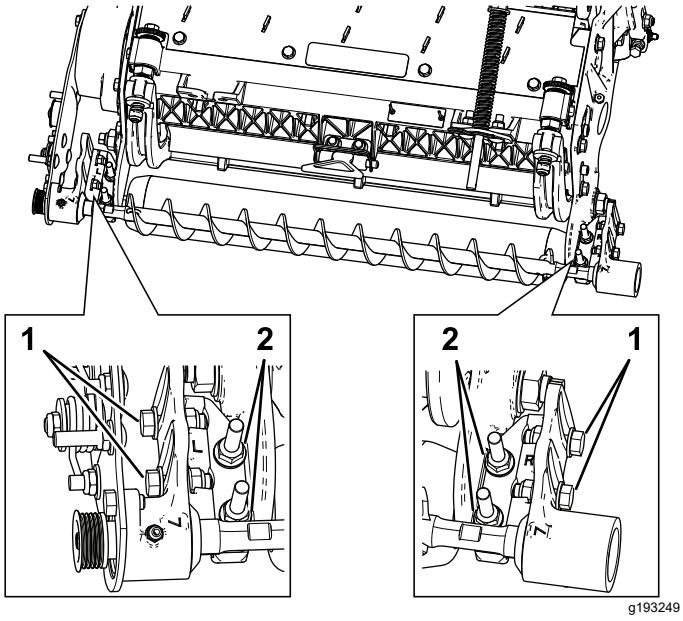

Figuur 13
A. Draai de 2 flensborgmoeren los waarmee de montagebeugel van de rolborstel aan de zijplaat van het maaidek is bevestigd (Figuur 13).
B. Draai de lagerbehuizing van de rolborstel tot de borstelplaat evenwijdig is aan de zijplaat van het maaidek (Figuur 13).
C. Draai de 2 flensborgmoeren vast waarmee de montagebeugel van de rolborstel aan de zijplaat van de maai-eenheid is bevestigd (Figuur 13).
1. Draai de 2 bouten los waarmee de lagerbehuizingen van de rolborstels aan de montagebeugels van de rolborstels zijn bevestigd (Figuur 13).